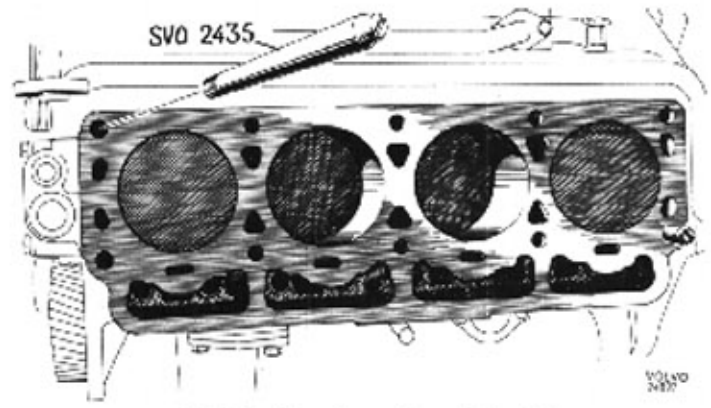

Bild 21-8. Styrpinnar för cylinderlock
Skruva ur styrpinnarna och montera skruvarna även i dessa hål. För åtdragningsföljd se bild 21-8 och för moment, se "Data". Montera övriga delar. Fyll på kylvätska.
3. Skruva ned styrpinnarna SVO 2435, en i främre högra och en i vänstra bakre skruvhålet, se bild 21-8.